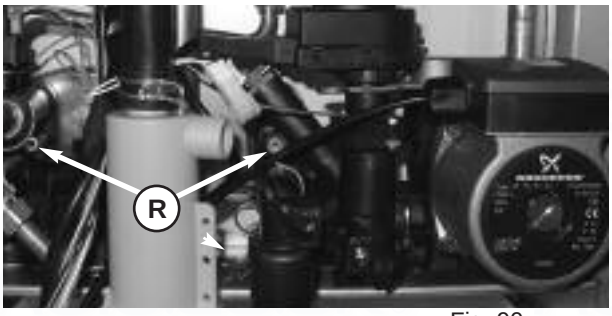

Fig. 90
4. Unscrew the two fixing screws **R** (see Figs. 90);
5. Unscrew the two fixing screws **R** and pull the heat exchanger toward you (see Figs. 90 & 91);